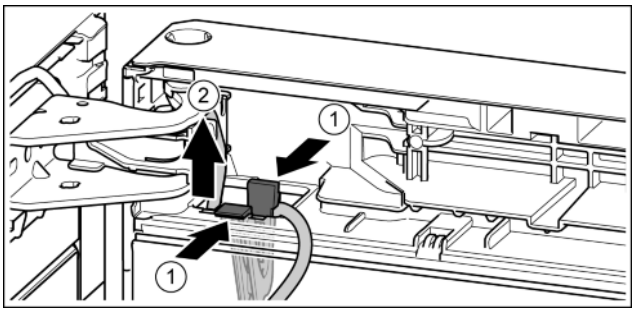

Fig. 22
▶ Press the lug. *Fig. 22 (1)*
▶ Remove the cable holder with its cable. *Fig. 22 (2)*